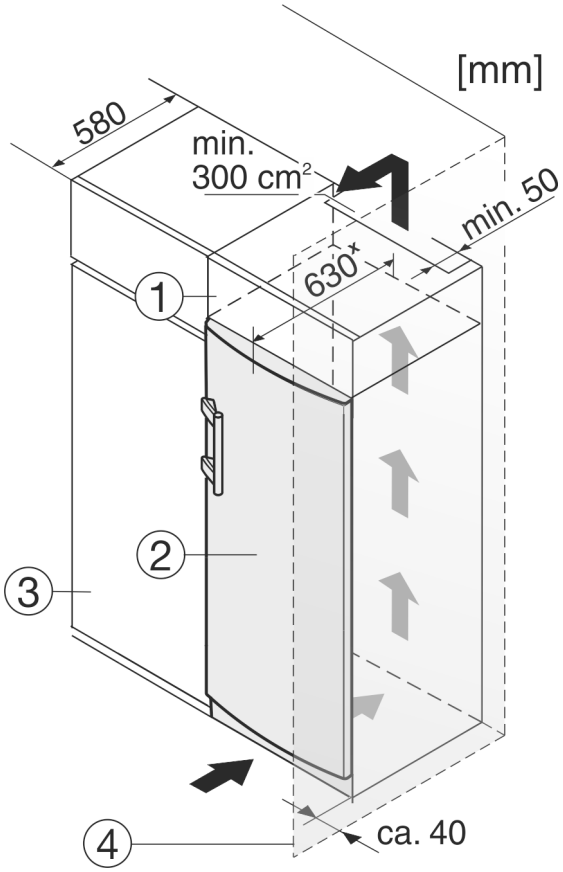

Fig. 12
L'appareil peut être intégré dans des meubles de cuisine. Pour adapter l'appareil *Fig. 12 (2)* à la hauteur du coin cuisine, une rehausse *Fig. 12 (1)* peut être posée sur l'appareil.
Lors de la transformation avec des placards de cuisine (profondeur max. 580 mm), le réfrigérateur peut être placé directement à côté du placard de cuisine *Fig. 12 (3)*. Le réfrigérateur dépasse sur les côtés de 34 mm x et au centre du réfrigérateur de 50 mm x par rapport à la façade du placard.
Si le réfrigérateur est installé avec les charnières près d'une paroi *Fig. 12 (4)*, la distance entre le réfrigérateur et la paroi doit être d'au moins 40 mm. Cela correspond au dépassement de la poignée lorsque la porte est ouverte.